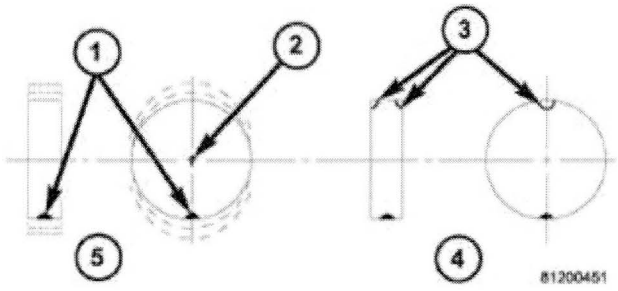

***Fig. 3 Static Balancing***
For static balancing (not recommended), find the location of the heavy spot causing the imbalance (1). Counter balance the wheel directly opposite the heavy spot. Determine weight required to counterbalance the area of imbalance. Place half of this weight on the inner rim flange and the other half on the outer rim flange (3) at the predetermined spots (Fig. 3).